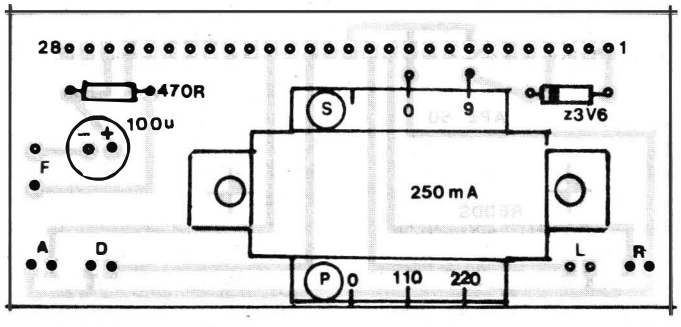
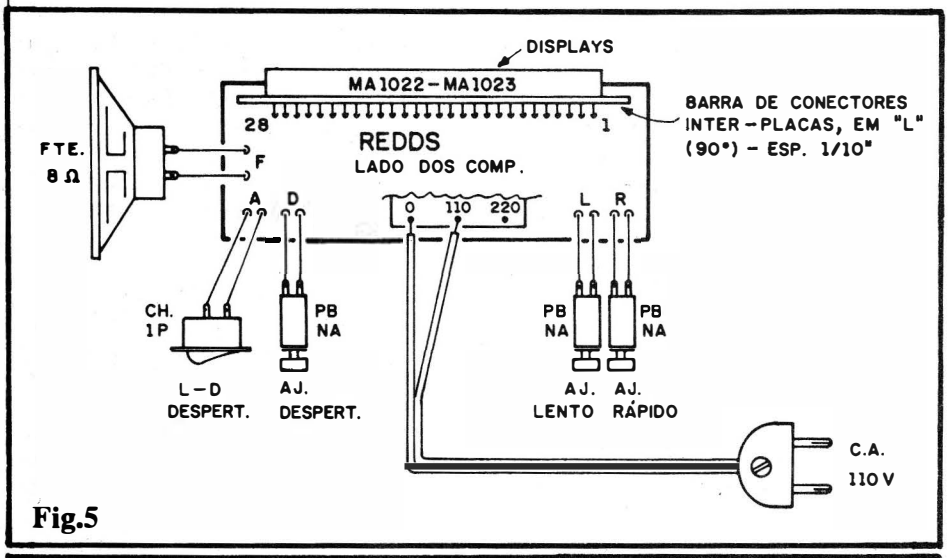
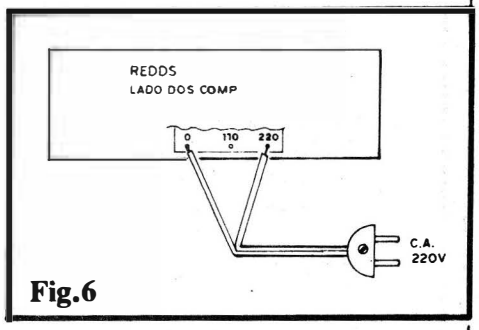

Fig.3
Fig.5
Fig.6
- **FIG. 3** - LAY OUT DO CIRCUITO IMPRESSO ESPECÍFICO - Em termos puramente "mecânicos", e também na organização posicional dos seus terminais de conexão externa, a plaqueta do projeto se "parece" com a própria placa "mãe" do módulo MA1022 ou MA1023... A idéia é justamente **essa**, de modo a simplificar ao máximo a inter-conexão... Apesar de um certo **rigor** nas medidas e posicionamentos, o **lay out** é muito simples e direto, de fácil execução... A figura mostra o padrão cobreado (em negro, já que as áreas brancas correspondem à superfície do fenolite já "livre" do cobre, após a corrosão...) em tamanho natural (1:1). As duas "cruzetas" no interior da placa demarcam a furação necessária à fixação do transformador do circuito de "apoio"... A linha de ilhas "quadradinhas", espaçadas em 1/10 de polegada (medido de "centro a centro"), para perfeito "casamento" com o módulo híbrido, terá que ser traçada com o auxílio de decalques apropriados (já que "à mão", muito dificilmente se atingirá o rigor mecânico e posicional necessário...). No mais, o trabalho de confecção da placa não oferece a menor dificuldade, desde que o Leitor/Hobbysta já tenha um mínimo de prática no assunto...
- **FIG. 5** - CONEXÕES EXTERNAS À PLACA DE "APOIO" - Ainda vista pelo lado não cobreado, agora temos a placa com as respectivas conexões externas, bem como a diposição de "casamento" eletro-mecânico com a própria placa do módulo híbrido... Quanto ao transformador, suas ligações ao "rabicho" (cabo de força com plugue C.A. na "outra" ponta...) devem ser escolhidas de acordo com a Tensão presente na rede local, ou seja: terminais "0-110" para rede de 110V ou terminais "0-220" para rede de 220V... Os três **push-buttons**, o interruptor mini, simples, e o próprio mini-alto-falante, não têm conexões polarizadas, e assim suas ligações são simples, não "preocupantes"... Finalmente, o ponto mais importante das conexões externas, referem-se ao acoplamento com o módulo MA1022 ou MA1023... Notar que os 28 pontos de ligação (ilhas/furos) existentes tanto na placa quanto no módulo "casam" direitinho... Entretanto, nem todos os pontos são eletricamente aproveitados... Apenas aqueles correspondentes às ilhas cobreadas com real conexão às trilhas (rever fig. 3) **precisam** ser soldados entre sí, através de pequenos "L" de fio rígido e nú... Nada impede, contudo, que mesmo ilhas/furos não "eletricamente necessários" sejam também inter-conectados com os "L" de fio, com o que maior rigidez mecânica será concedida ao conjunto... Observar que a face dos **displays** da placa do módulo híbrido deve ficar voltada "para fora" do conjunto... Usando-se fios rígido de calibre 20 a 24 nos "L" de inter-conexão eletro-mecânica, haverá sempre uma certa "flexibilidade" final no conjunto das placas, permitindo um "acerto posicional" para dar ângulo correto à montagem, o que facilitará a acomodação final na caixa escolhida...
- **FIG. 6** - CONEXÕES AO "RABICHO" PARA REDE DE 220V - Conforme já foi mencionado, o diagrama da fig. 5 detalha as ligações do **primário** do transformador incorporado à placa, correspondente a uma Tensão de 110V na rede C.A. local... Para que ninguém fique com dívidas, a fig. 6 dá os detalhes das ligações correspondentes à rede de 220V (no caso, despreza-se o fio **central** do **primário** do trafo...).
Por razões mais do que óbvias, um relógio deve funcionar ininterruptamente, assim o REDDS não tem um "interruptor geral": é ligar o plugue do "rabicho" a uma tomada da parede (verificar antes se a Tensão da rede local está "nos conformes" das conexões, indicadas previamente nas figs. 5 ou 6...) e pronto! Inicialmente, o **display** do REDDs mostrará um horário qualquer, "sem valor", com a característica significativa de "piscarem" todos os dígitos, simultaneamente... Sempre que o **display** se manifestar "piscando" (acendendo e apagando a intervalos regulares, à razão de 2 Hz...), isso deve ser interpretado como um aviso: "**-Estou errado... Preciso ser acertado...**". Se, durante o funcionamento normal do REDDS, "faltar força" na rede C.A. local, o **display** se apagará... Ao retornar a energia, o **display** volta "piscando", também para indicar que há erro na hora mostrada, "precisando de acerto"...